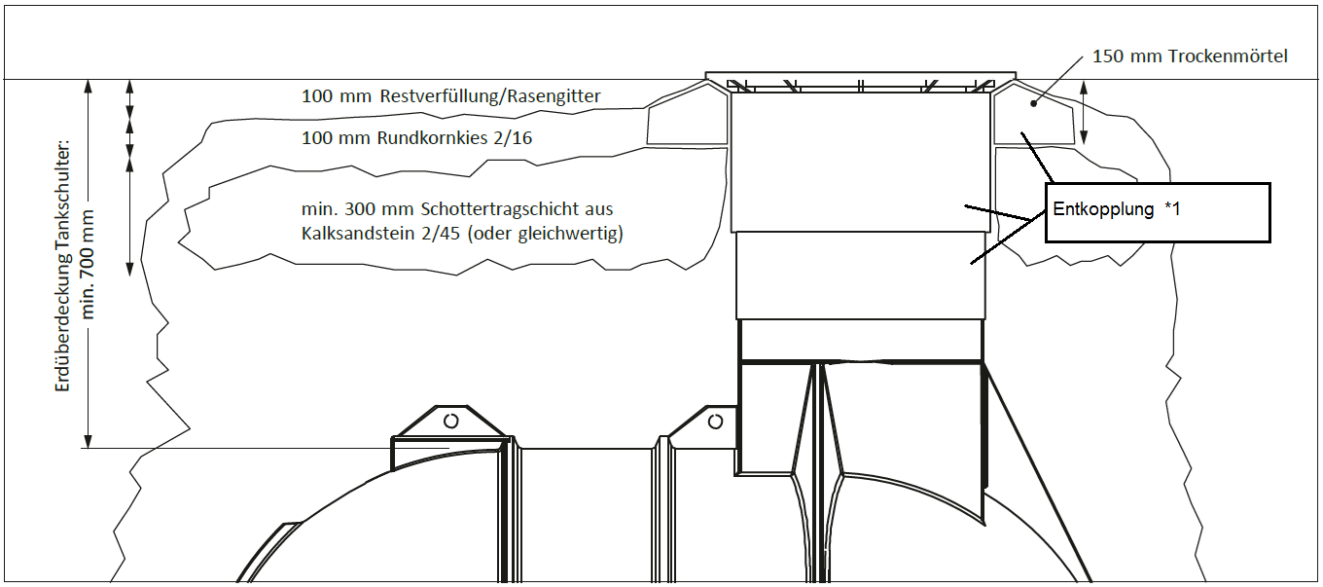

Abbildung 5: Bauseitige Herstellung eines befahrbaren Überbaus mit Teleskopdom
Der Erdtank ist für Verkehrsflächen der Klasse A nach EN 124 vorgesehen (Radfahrer, Fußgänger) und unter Einhaltung spezieller Einbaumaßnahmen PKW-befahrbar: **PKW-befahrbarer Teleskopdom (95.0050.0072),** belastbar mit 15kN / 1500kg (niedrige Geschwindigkeit überfahrbar, Mindesterdüberdeckung der Tankschulter (Hü) = 700 mm ==> siehe Abbildung 5).
- Ergänzend zur Schottertragschicht wird **unterhalb des Rahmens des Teleskopdoms** eine ca. 150 mm hohe Unterfütterung aus Trockenmörtel (Fertigmischung aus dem Baumarkt) aufgebracht. Diese Schicht muss umlaufend min. 200 mm breit sein und ist direkt am Teleskopdom auszuführen. **Entkopplung *1 Abbildung 5**
In ==> Abbildung 5 sind die verschiedenen Schichten am Beispiel eines Ozeanis 3300 L Erdtanks dargestellt.